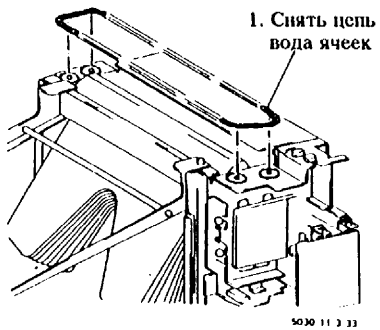

Рис. 7. Снятие привода ячеек
7. (Рис. 7): Снять цепь привода ячеек.